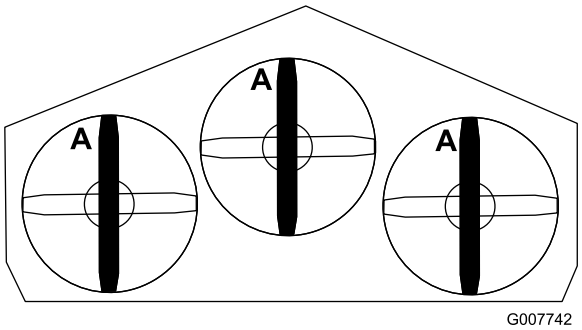

Figur 54
1. Rotera knivarna tills ändarna är riktade framåt och bakåt (Figur 54).